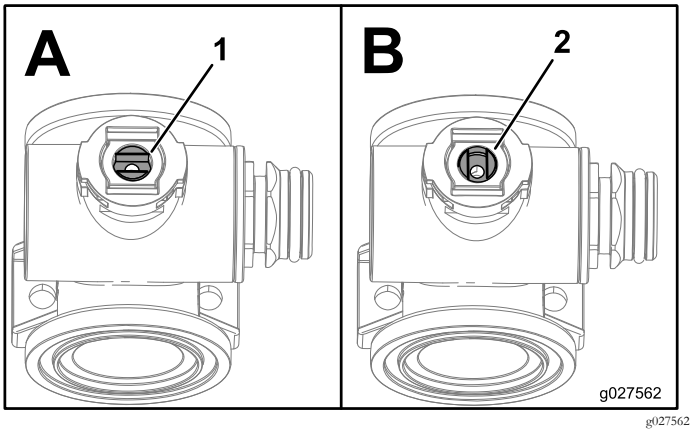

Figura 117
1. Posicione a haste da válvula de forma a que fique na posição fechada (Figura 117).
3. Rode a haste da válvula de forma a que a esfera fique na posição ABERTA (Figura 117).
7. Rode o conjunto da haste da válvula para que fique fechada (Figura 117).